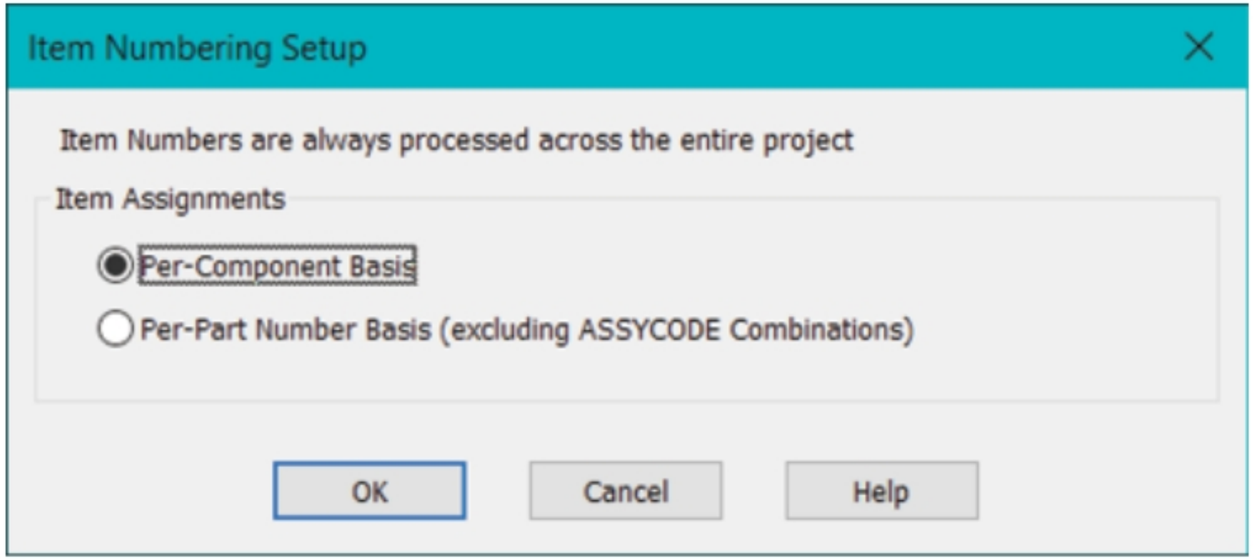

Figure-16. Item Numbering Setup dialog box
- Click on the **Item Numbering** button to setup the item numbering mode for the current project. On clicking this button, the **Item Numbering Setup** dialog box is displayed; refer to Figure-16. Note that in earlier versions of AutoCAD Electrical, it was possible to number items in electrical drawings individually in a project but now, item numbers are always processed across the entire project.